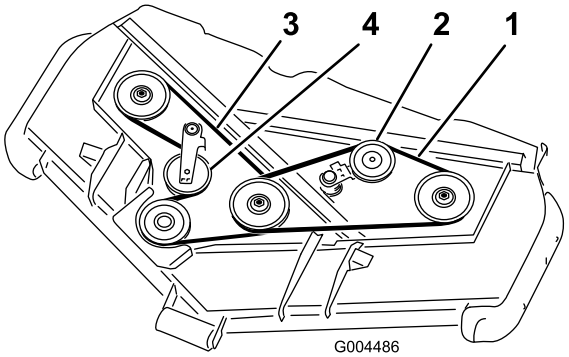

Figur 58
3. Använd en stång eller ett liknande verktyg för att flytta den översta remmens mellanremskiva (Figur 58) bort från den översta remmen för att släppa på remspänningen så att du kan dra av remmen från skivorna.
4. Dra en ny rem runt växellådsskivan, de nedre spindelskivorna och mellanremskivorna så som visas i Figur 58.
5. Dra en ny rem runt de övre spindelskivorna och mellanremskivorna så som visas i Figur 58.